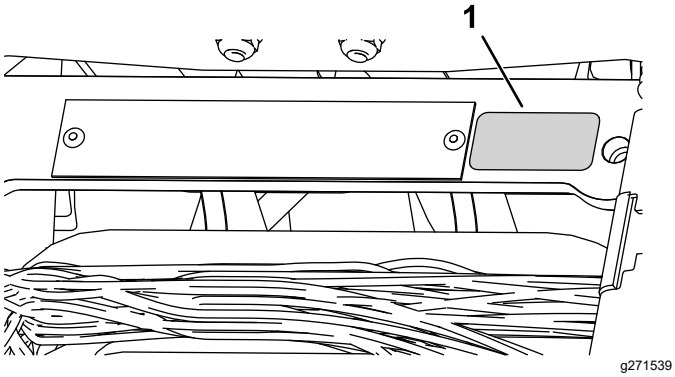

Figuur 13
- Breng de sticker met het productiejaar aan bij het plaatje met serienummer (Figuur 13).